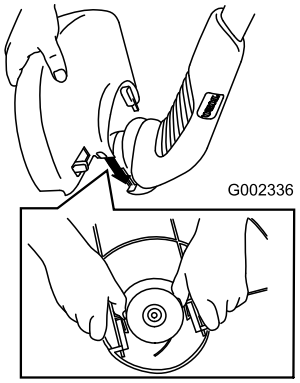

Figuur 2
3. Monteer de beschermkap zoals wordt getoond in Figuur 2 door deze vast te klikken aan beide zijden van de trimmer.